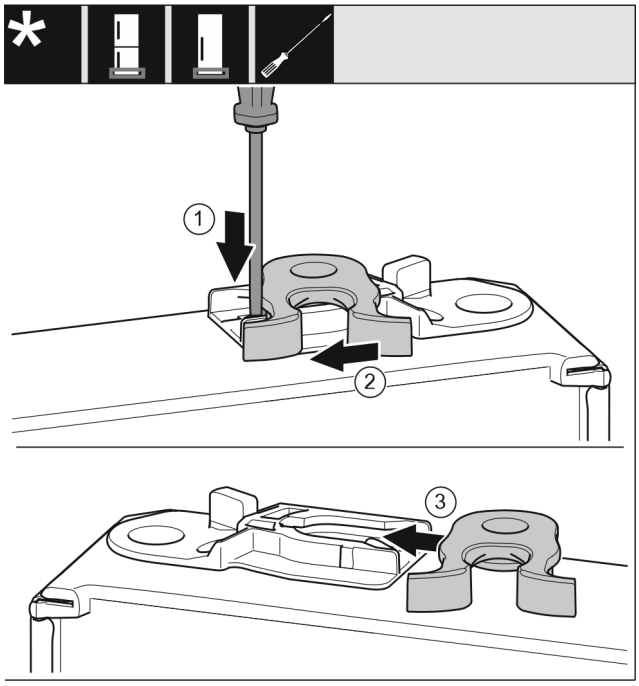

Fig. 18
- ▶ Push the lug downward with a slotted screwdriver. *Fig. 18 (1)*
- ▶ Pull the door latch out of the guide. *Fig. 18 (2)*
- ▶ Push the door latch into the guide on the other side. *Fig. 18 (3)*